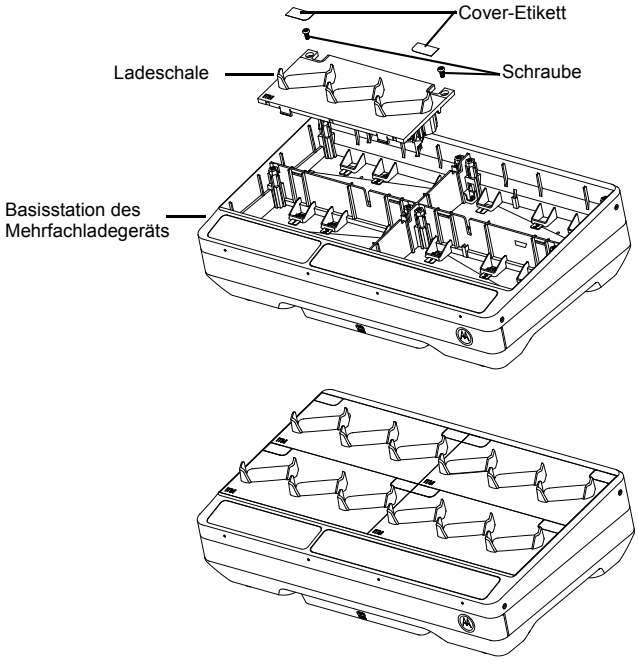

Abbildung 8: Anbringen und Entfernen der Ladeschale.
4. Entfernen Sie den Kabelbaum der Ladeschale, indem Sie den Stecker gerade nach oben ziehen (siehe Abbildung 8).